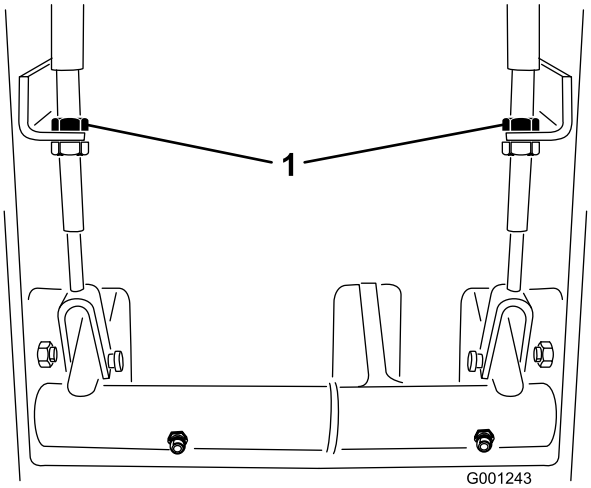

**Figuur 63**
2. Om de speling op de rempedalen te verkleinen, draait u de remmen vast. Draai hiervoor de voorste moer op het draadeinde van de remkabel los (Figuur 63). Draai vervolgens de achterste moer vast om de kabel naar achteren te halen totdat de rempedalen 13 tot 25 mm speling hebben.